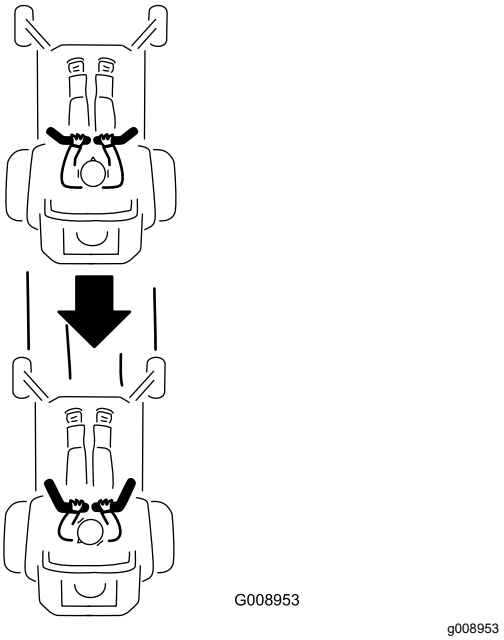

Rysunek 27
2. Aby jechać do tyłu, powoli przesuń dźwignie kierowania do tyłu (Rysunek 27).